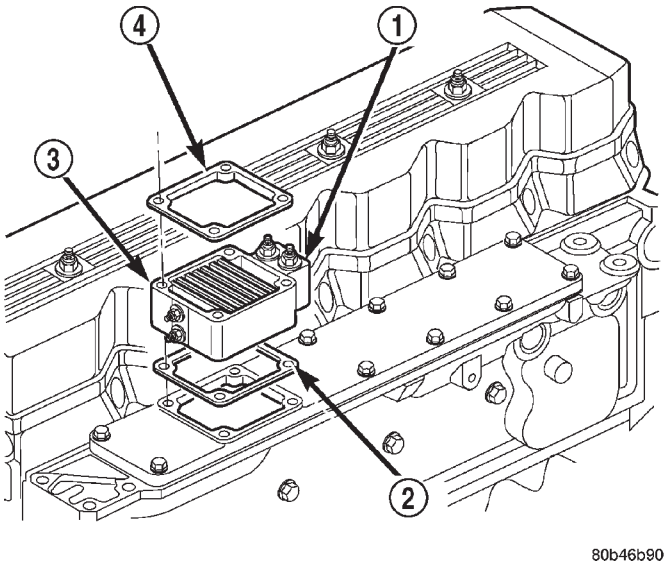

Fig. 53 Intake Manifold Air Heater (Elements)
(12) Remove intake manifold air heater element block from engine (Fig. 53). Discard old upper and lower gaskets